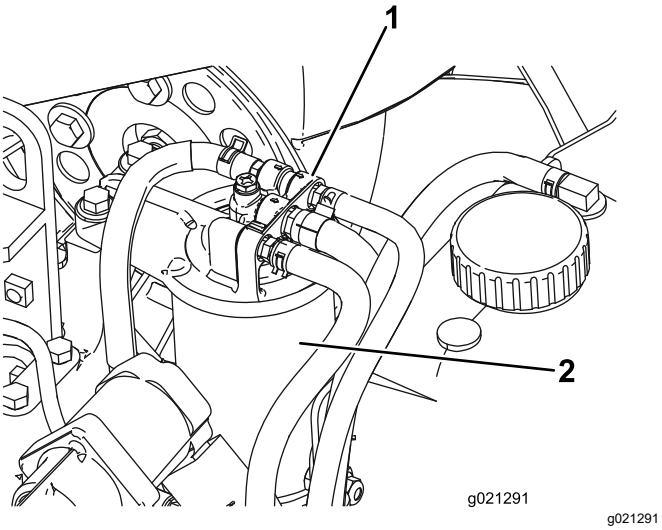

Figur 93
2. Gör rent området kring bränslefilterhuvudet (Figur 93).
3. Avlägsna filtret och rengör filterhuvudets monteringsyta (Figur 93).